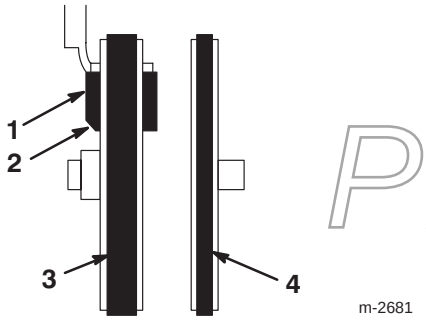

Figur 33
17. Se till att bromsklossen är rätt monterad på bromsarmen. Sätt den vinklade kanten på bromsklossen som visas i figur 33.
13. Se till att bromsklossen är rätt monterad på bromsarmen. Sätt den vinklade kanten på bromsklossen som visas i figur 33.